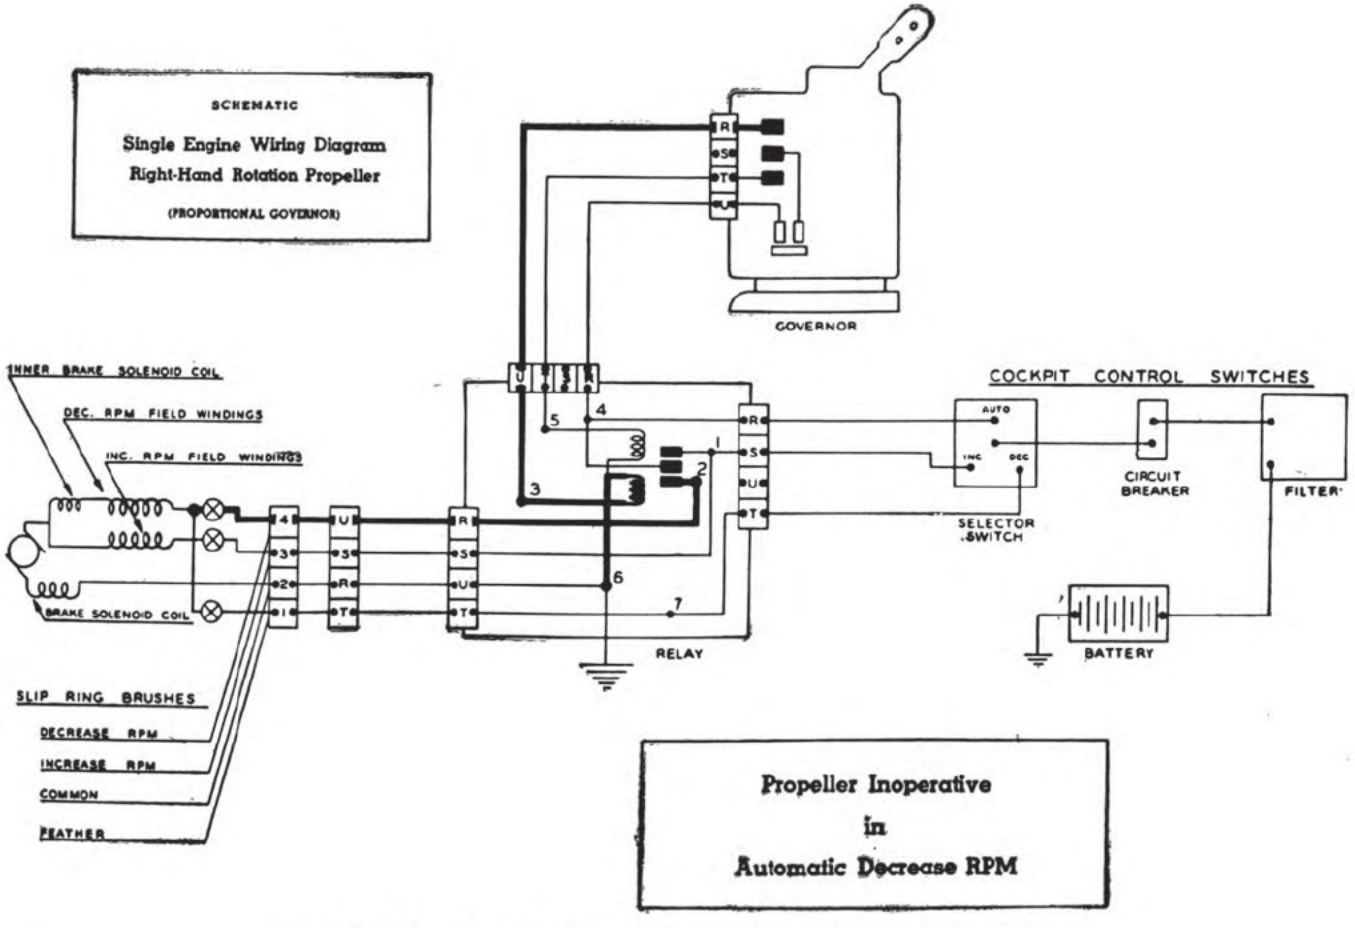

Figure 72.—Propeller inoperative in automatic decrease RPM.
Propeller inoperative in automatic constant speed decrease rpm circuit. All other circuits operate, including increase rpm circuit of the automatic constant speed control. (See fig. 72.)	(2) If power unit fails to operate, the cause is: